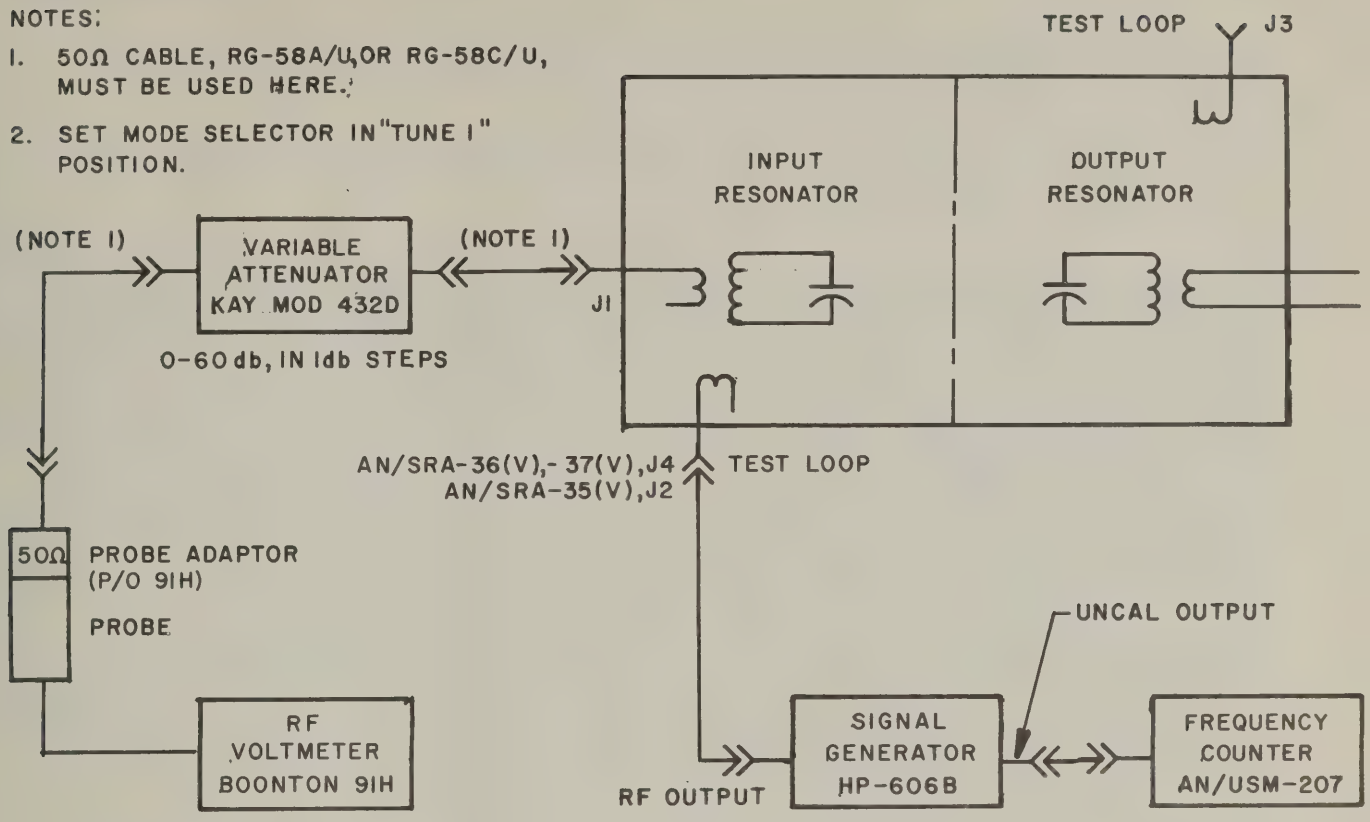

Figure 5-7. Test Set-up for Measurement of Q_{L_1}
c. Connect test equipment as shown in figure 5-7.